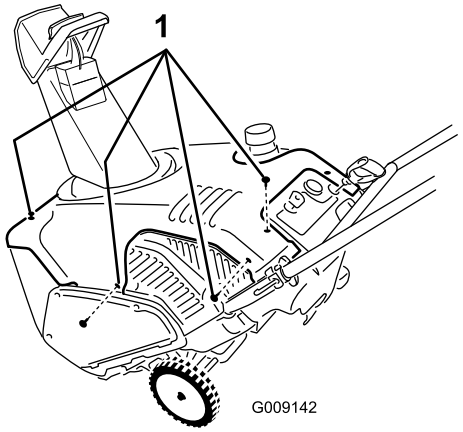

Figur 28
3. Lossa och spara fästelementen som håller fast höljet enligt figuren (Figur 28).